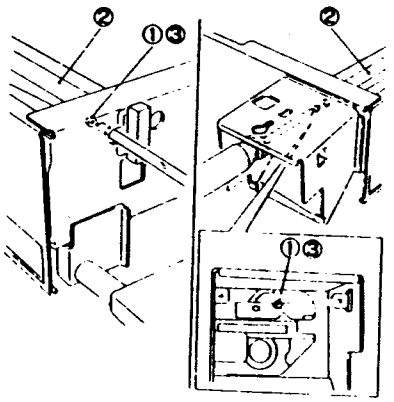

Рис. 6 NZM-007
1. (Рис. 6): Подведите установленные на каретке передний и задний блоки B к левой стенке каркаса аппарата.
①. Ослабьте винт крепления тросика каретки.